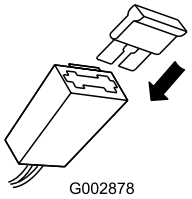

Figur 8
2. Monter sikringen i sikringsholderen (Figur 8).